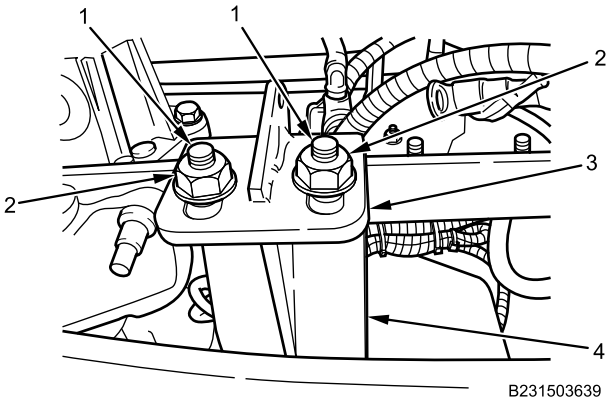

Figure 1. Front Frame Bracket.
1. Remove two bolts (Figure 1, Item 1), nuts (Figure 1, Item 2), and front frame bracket (Figure 1, Item 3) from wheel deflector bracket (Figure 1, Item 4).